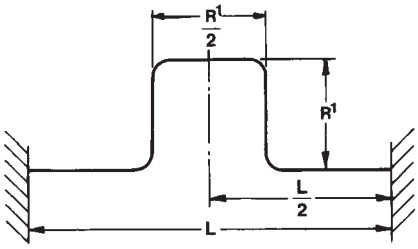

Fig. 2
An expansion loop (which is fabricated with 90° elbows and straight pipe as depicted in Fig. 2) is simply a double offset designed into an otherwise straight run of pipe. The length for each of the two loop legs (R'), required to accommodate the expected expansion and contraction in the pipe run (L), may be determined by modification of the SINGLE OFFSET FORMULA to produce a LOOP FORMULA, as shown below: